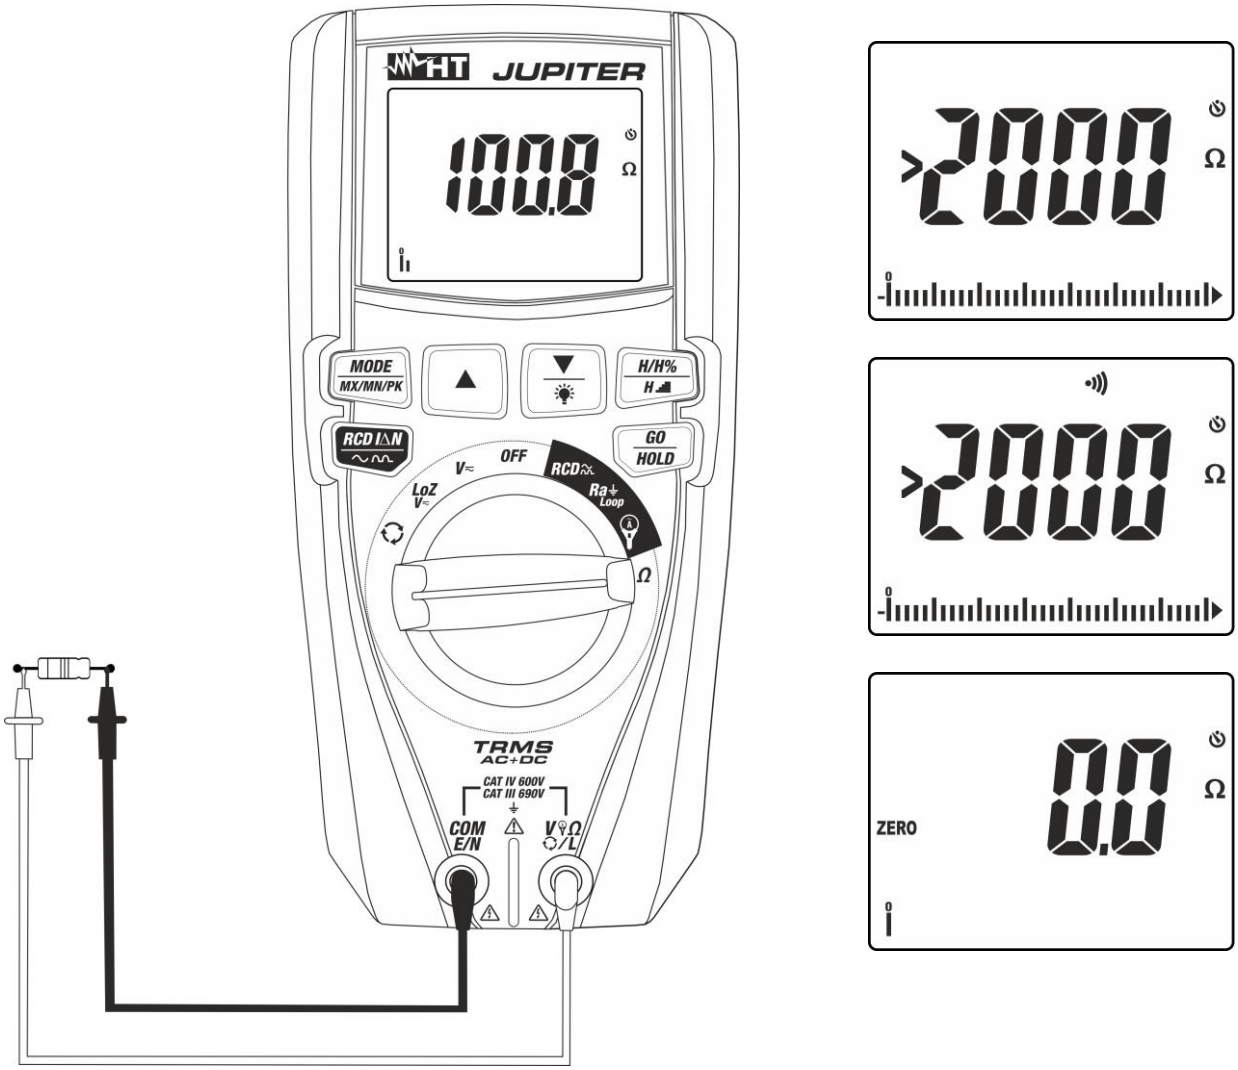

Fig. 11: Utilisation de l'instrument pour mesure de résistance et test de continuité
4. Positionner les embouts sur les points désirés du circuit sous test (voir Fig. 11). La valeur de résistance est visualisée à l'écran.
5. Si le message **«>2000»** est affiché à l'écranΩ (voir Fig. 11), cela indique que le fond d'échelle de l'instrument a été atteint